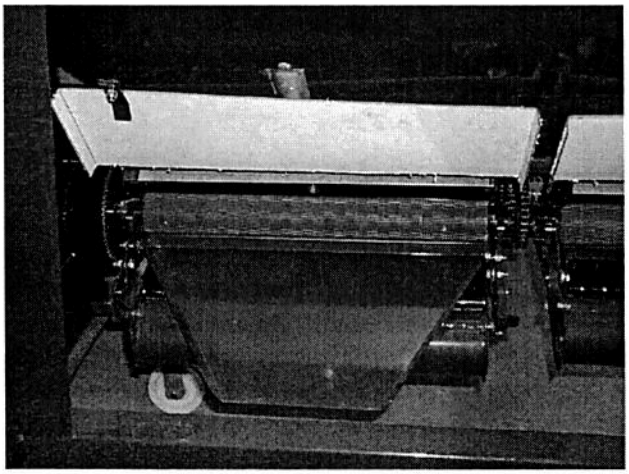

Figure 5-1: Calibration Funnel
3. Install the funnels as shown in Figure 5-1. Make sure the two tabs on the back funnels each engage a venturi cup.